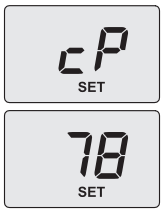

Рисунок 8.9
- При помощи кнопки 4 или 5. На дисплее буквы **cP** будут чередоваться с максимальным значением температуры воды в системе отопления (например, **78**) и появится надпись "**SET**", указывая на доступ к активации режима «трубочист» при максимальной мощности отопления (Рисунок 8.9).